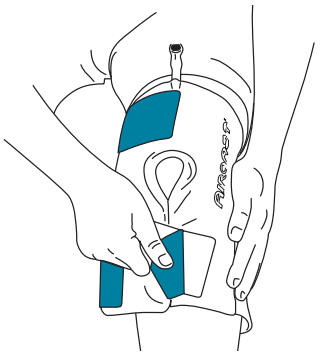

Figure 2
2. Always apply EMPTY Cryo/Cuff (Figure 2) 4
2. Always apply EMPTY Cryo/Cuff (Figure 2)